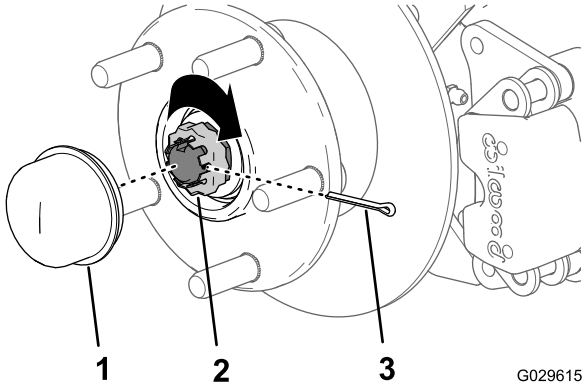

Figur 36
8. Monter holderen over møtrikken og kontroller justeringen af rillen i holderen og hullet i spindlen til låseclipsen (Figur 36).
9. Monter låseclipsen og bøj hvert ben omkring holderen (Figur 36).
10. Monter støvhætten på navet (Figur 36).